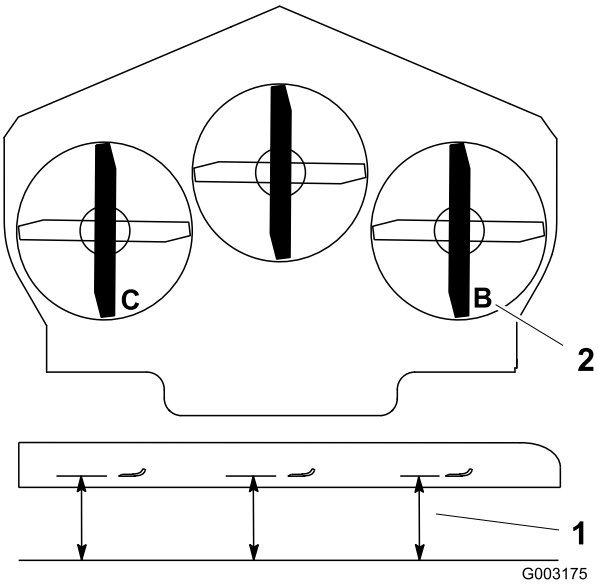

Figuur 77
1. Zet het rechter maaimes in de schuinstand (Figuur 77).
2. Meet het rechtermes bij punt **B**. Meet de afstand tussen een horizontaal oppervlak en de snijrand van het maaimes (Figuur 77).
4. Zet het linker maaimes in de schuinstand (Figuur 77).
5. Meet het linkermes bij punt **C** (Figuur 77). Meet de afstand tussen een horizontaal oppervlak en de snijrand van het maaimes.